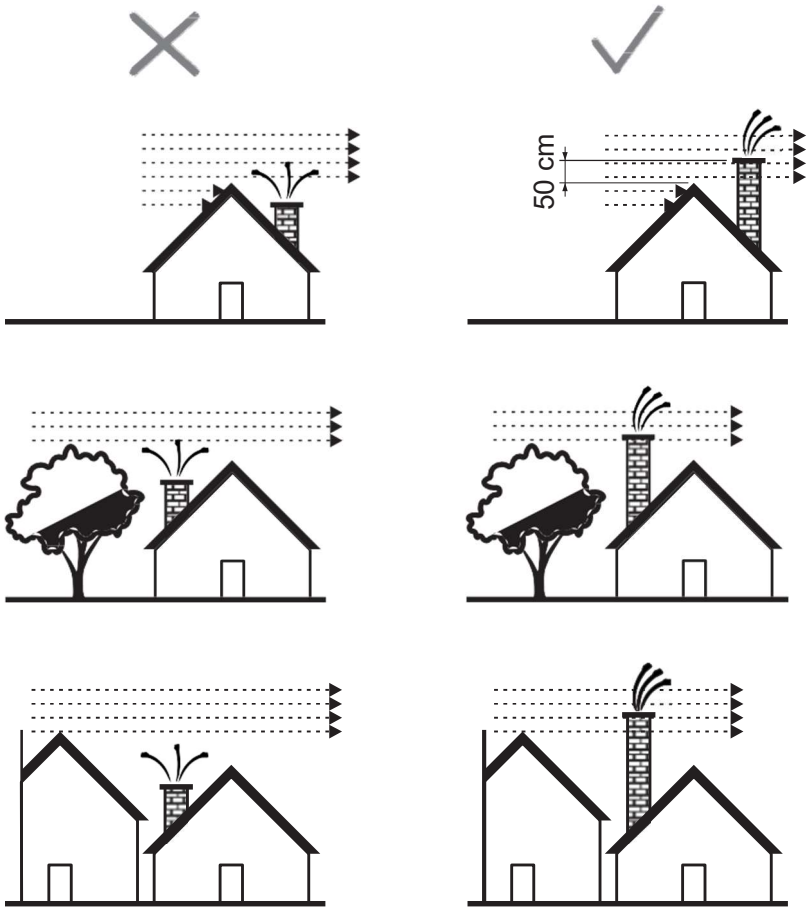

Abbildung 2
- der Schornstein muss mindestens 0,5 m höher als der Dach sein und über alle Objekte/Hindernisse in seiner Nähe (Nachbarhaus, Baum) hinausragen (Abbildung 2).